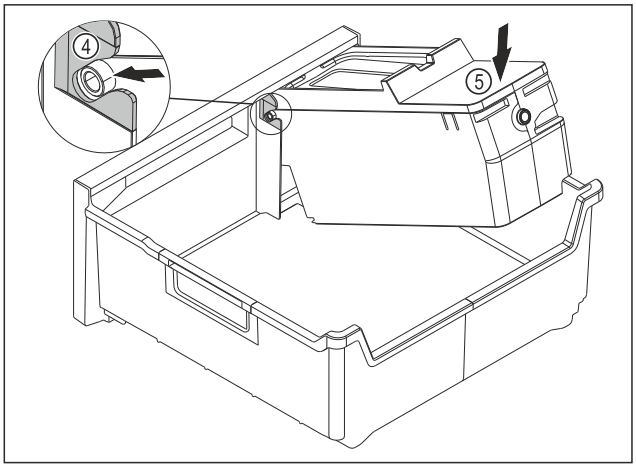

Fig. 186
▶ Monter le corps de l'EasyTwist-Ice : Insérer les axes du corps de l'EasyTwist-Ice dans les guides *Fig. 186 (4)*.
▶ Appuyer l'arrière du corps de l'EasyTwist-Ice *Fig. 186 (5)* vers le bas.